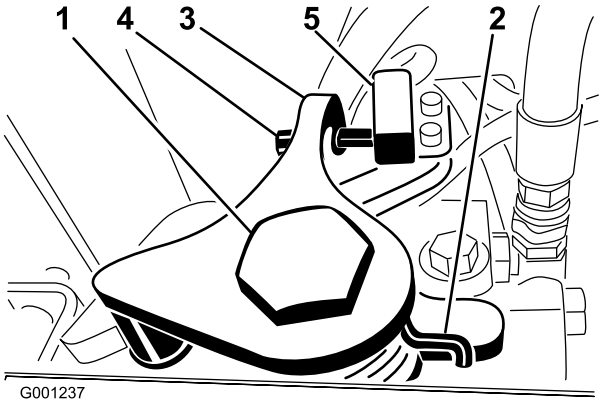

Figuur 57
3. Draai de klemschroef aan de andere kant van de afstelnok van de tractie los (Figuur 57).
9. Draai aan de schroef op de arm voor de terugkeer naar de neutraalstand (Figuur 57) totdat de afstand tussen het uiteinde van de schroef en het schakelaarcontact 2,3 tot 3 mm bedraagt.